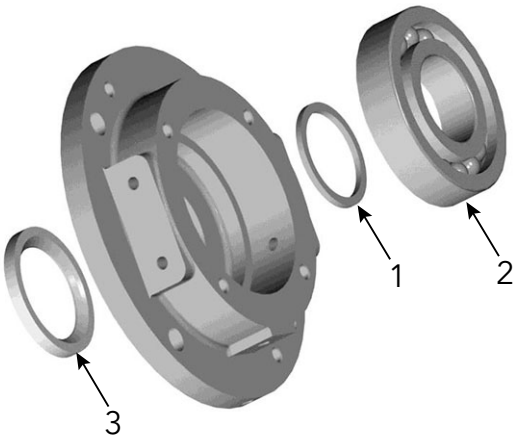

Figure 41: Bearing housing assembly order
15. Slide the seal body, with the seal end cover, fully on the shaft, being very careful that the head and seat of the mechanical seal do not get damaged. Compress the seal springs only as far as required for installing the bearings. (see Figure 41)